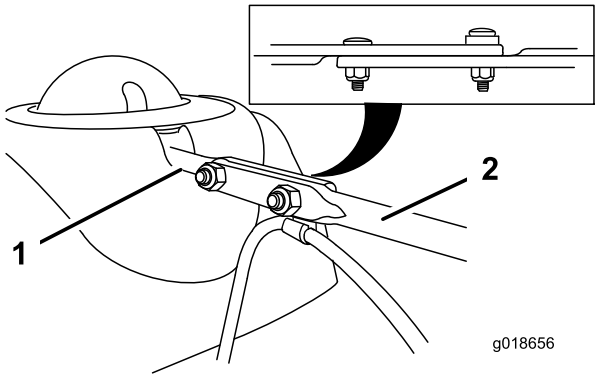

Rysunek 15
3. Dopasuj spłaszczony tylny koniec długiego drążka sterującego tunelem wyrzutowym ze spłaszczonym przednim końcem krótkiego drążka, który wystaje z panelu sterowania, aż się połączą (Rysunek 15).